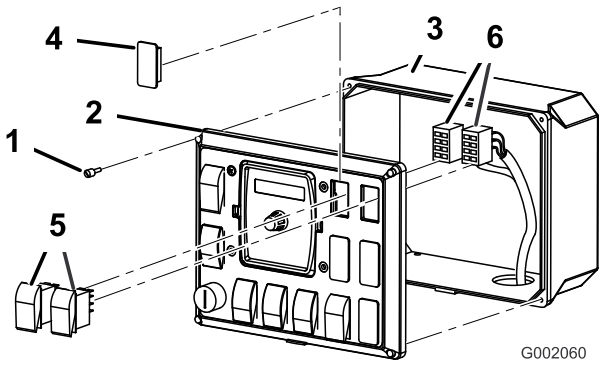

图28
1. 松开用于将前面板固定到控制箱的 4 个螺丝（图28）。
2. 拆下前面板，露出控制箱的内部（图28）。
3. 从车辆的喷洒控制面板上提起并拆下 2 个栓塞，然后将随附的 2 个摇臂开关安装在空出的位置（图28）。